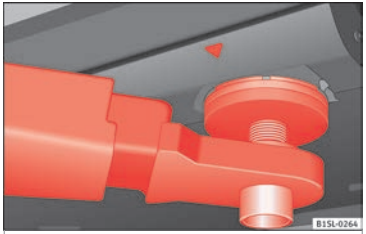
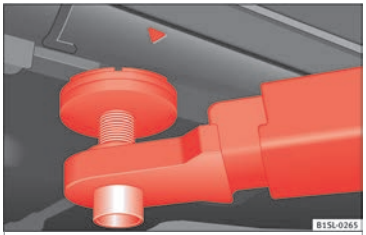

Fig. 96 Front jacking points for raising vehicle with lifting platform or jack
Fig. 97 Rear jacking points for raising vehicle with lifting platform or jack
Always use the jacking points indicated in the figures ››› **Fig. 96** and ››› **Fig. 97** when raising the vehicle. If the vehicle is not lifted at these points, it could be seriously damaged ››› ❗ or lead to serious injury ››› ⚠.
- **Only use the jacking points indicated in the figures ››› Fig. 96 and ››› Fig. 97 when raising the vehicle. If the vehicle is not lifted at the indicated points, it may fall from the platform while the engine or gearbox is being dismounted, for example.**